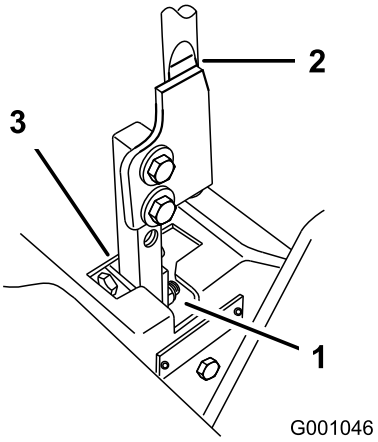

**Figuur 96**
5. Zet de hendel in de neutraalstand zonder deze te vergrendelen (Figuur 96).
6. Trek de hendel naar achteren totdat de gaffelpen (op de arm onder de draaias) contact maakt met het uiteinde van de sleuf (en net druk op de veer begint uit te oefenen); zie Figuur 96.
7. Controleer of de hendel de juiste positie heeft ten opzichte van de inkeping in het bedieningspaneel (Figuur 96).